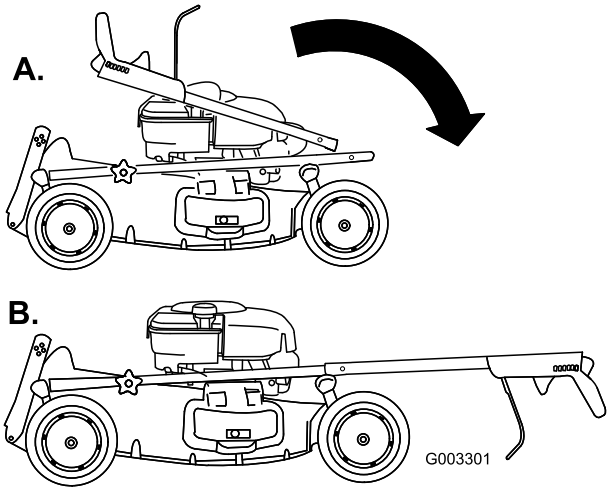

Figur 3
2. För försiktigt den övre delen av handtaget framåt och lägg det i linje med den nedre delen av handtaget så att de sitter ihop (Figur 3).